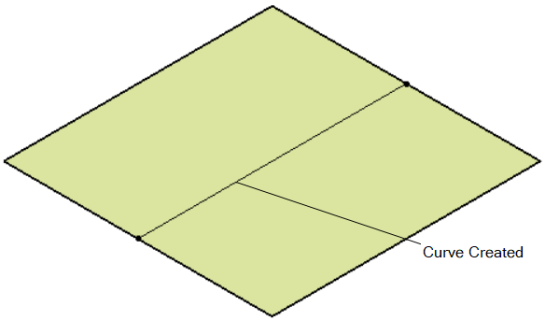

Figure 18-57 *The curve created on the planer face*
4. Specify **0** and **1** as value in the **U** and **V** spinner respectively and choose **OK** from this dialog box. Figure 18-57 displays the curve created on the planer face.